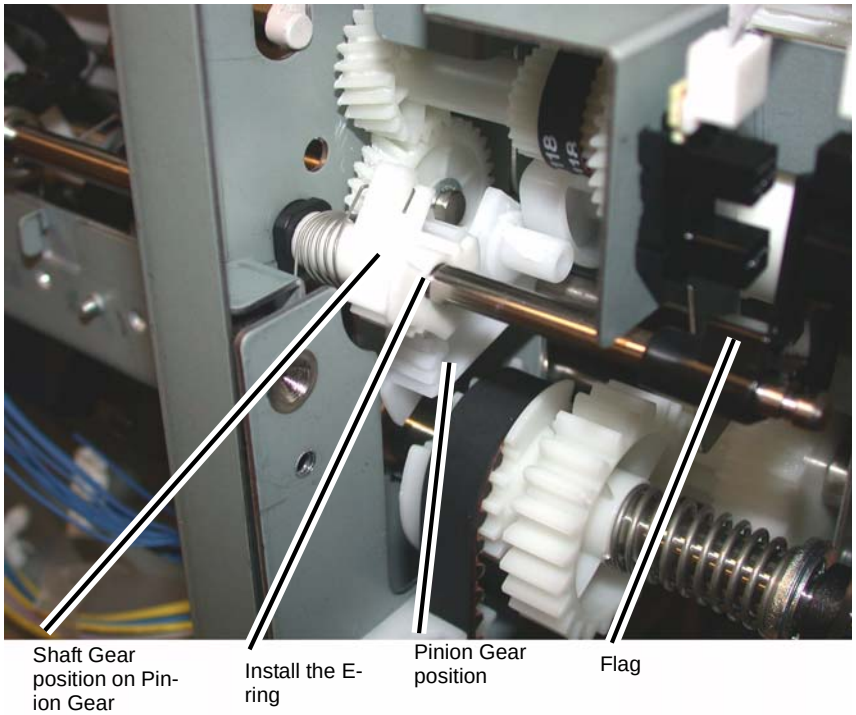

Figure 15 Orientation of 2 Gears and Stack Height Sensor Flag
9. Ensure that the 2 Gears and Stack Height Sensor Flag is in the position shown (Figure 15) and install the E-ring.